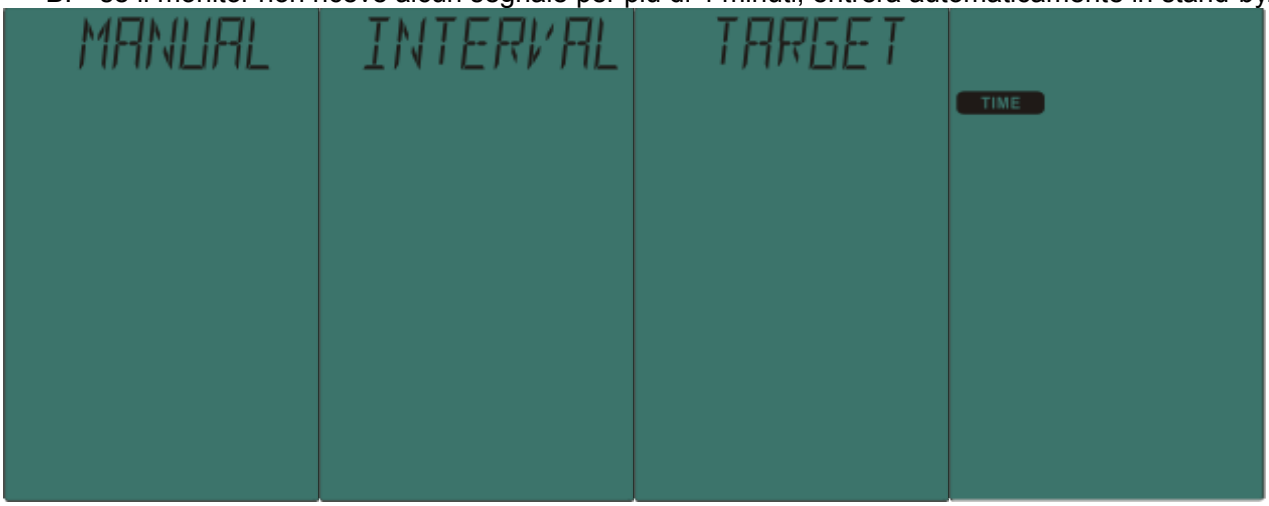

Figura 2 Figura 3 Figura 4 Figura 5
A. Quando il monitor è acceso, la console entra in modalità di inattività: MANUAL(sullo schermo 8), MANUAL(sullo schermo 8)、INTERVAL(sullo schermo 8)、TARGET(sullo schermo 8)、TIME DISTANCE CALORIE SPM STROKES TOTAL STROKES WATT PULSE mostrate nell'ordine per 1 minuto alternativamente una dopo l'altra (Figura 2~12).